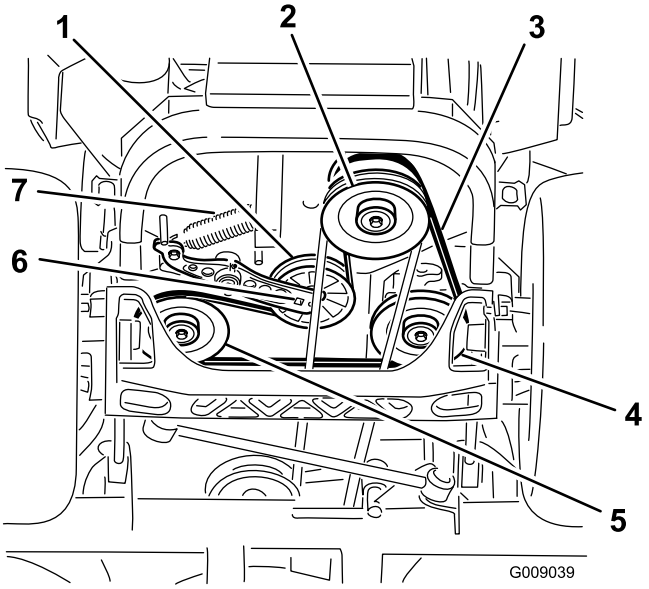

Figuur 73
4. Breng de machine omhoog en ondersteun de machine met kriksteunen (Figuur 73).
5. Gebruik een ratelsleutel in de vierkante opening in de arm van de spanpoelie om de veer te verwijderen (Figuur 73).
6. Haal de veer van de arm van de spanpoelie (Figuur 73).
9. Gebruik een ratelsleutel in de vierkante opening in de arm van de spanpoelie om de veer aan het frame te bevestigen (Figuur 73).